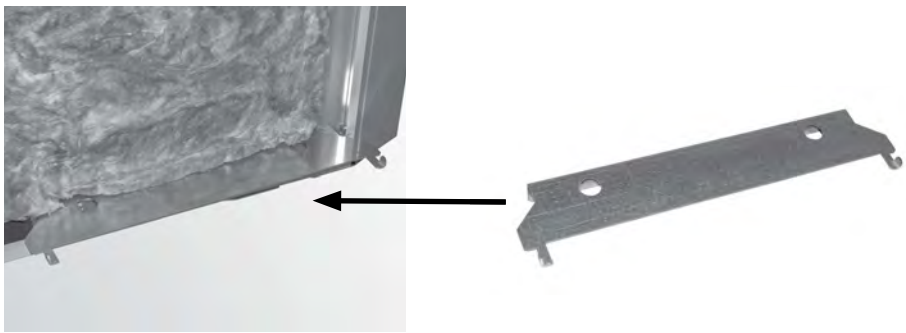

Fig. 90 Fixer l'équerre de positionnement au socle
– À l'aide de 2 vis TT de taraudage par déformation M6 x 10, fixer l'équerre de positionnement, nez vers le haut, au socle de la chaudière à gazéification – Fig. 90.